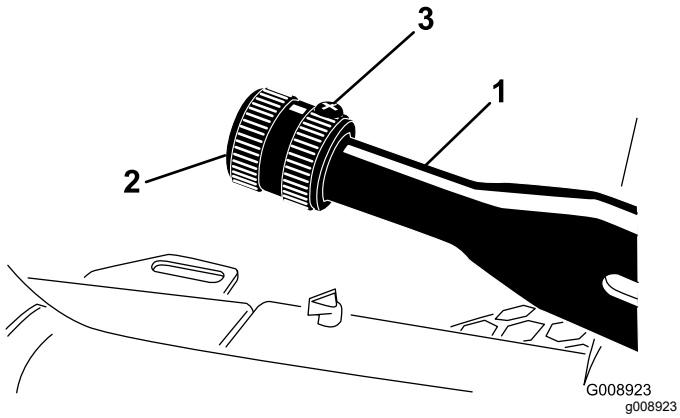

Figure 62
2. Desserrez la vis de fixation du pommeau sur le levier du frein de stationnement (Figure 62).